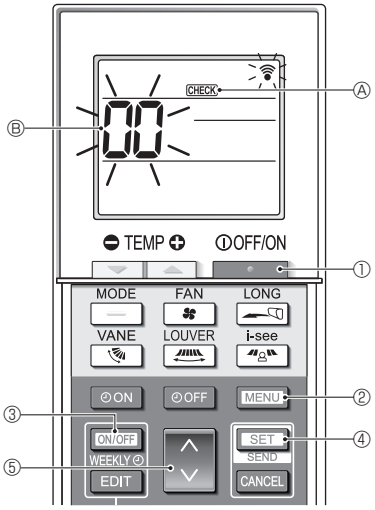

**Fig. 7-6**
### 7.3.2. Pour la télécommande sans fil (Fig. 7-6)
■ **Auto-vérification (Fig. 7-6)**
1. Appuyez sur le bouton [ ] ① pour arrêter le climatiseur.
- Si la minuterie hebdomadaire est activée (WEEKLY est affiché), appuyez sur le bouton [ON/OFF WEEKLY] ③ pour la désactiver (WEEKLY disparaît).
2. Appuyez sur le bouton [MENU] ② pendant 5 secondes.
3. Appuyez sur le bouton [◇] ⑤ pour sélectionner l’adresse de réfrigérant (adresse M-NET) Ⓑ de l’appareil intérieur pour lequel vous voulez effectuer l’auto-vérification.
4. Appuyez sur le bouton [SET] ④.
5. Appuyez sur le bouton [ ] ①.